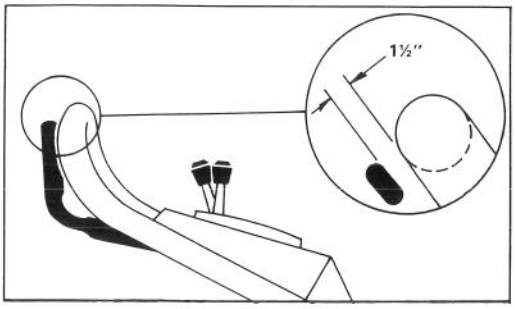

Afbeelding 20
3. Trek de stuurhendel naar boven tot u enige weerstand voelt. Bij een juiste instelling komt de hendel ongeveer 3,5 cm van de stuurstang (Afb. 20).